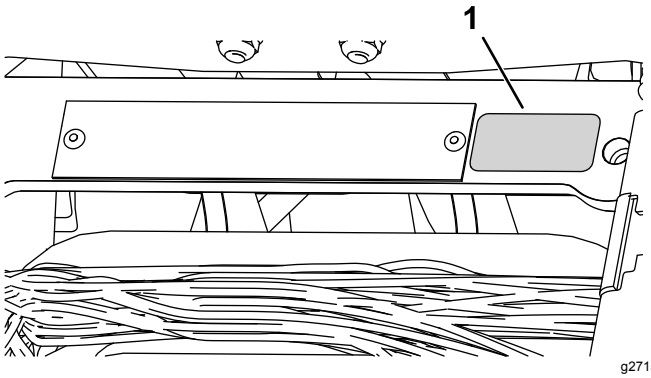

Figura 10
- Coloque o autocolante do ano de fabrico junto da placa do número de série (Figura 10).